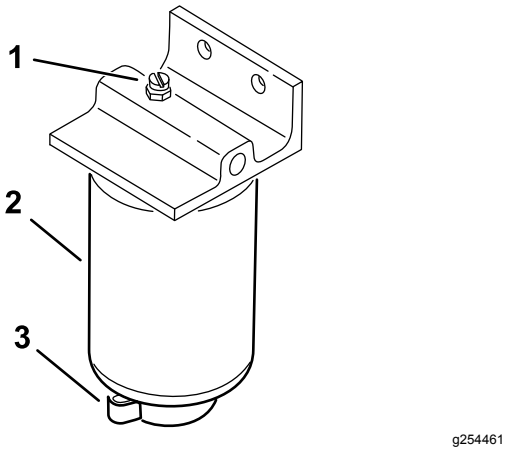

**Figur 39**
4. Öppna filtrets avtappningsplugg och ventilationsventilen (Figur 39).